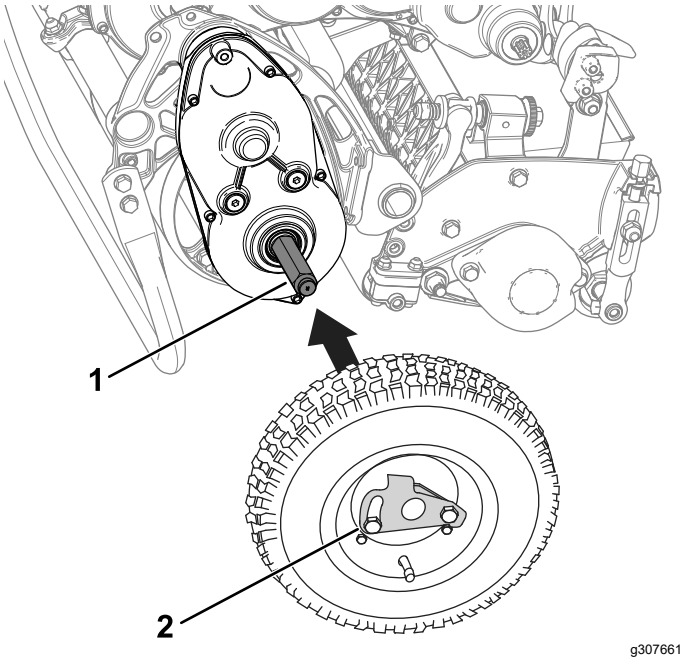

Figuur 16
2. Schuif een wiel op een as (Figuur 16).
3. Draai de wielsluitklem (Figuur 16) weg van het midden van het wiel, zodat het wiel verder op de as kan schuiven.